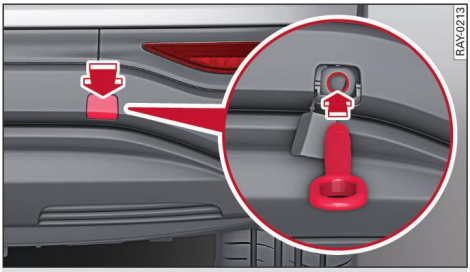

Fig. 155 Rear bumper: Fitting the towline anchorage
- Firmly press the cap inwards briefly ⇨ *Fig. 155*. The cap will be released from the bumper.